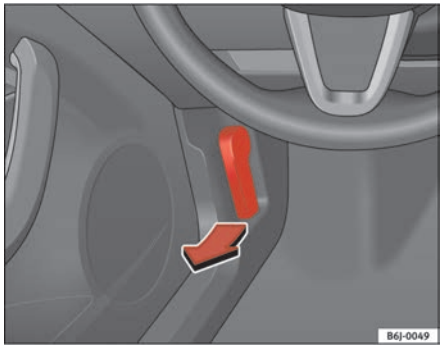

Fig. 122 Bonnet opening lever
– To release the bonnet, pull the lever under the dashboard ⇒ fig. 122 in the direction indicated (arrow). The bonnet will be released by a spring action ⇒ ⚠.